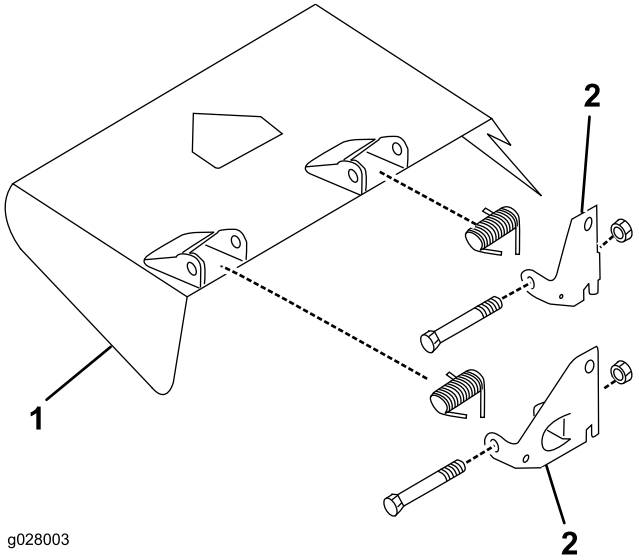

Figur 6
3. Använd de huvudskruvar, låsmuttrar och fjädrar som du tog bort tidigare för att montera de nya tappfästena på gräsriktarfästena (Figur 6).